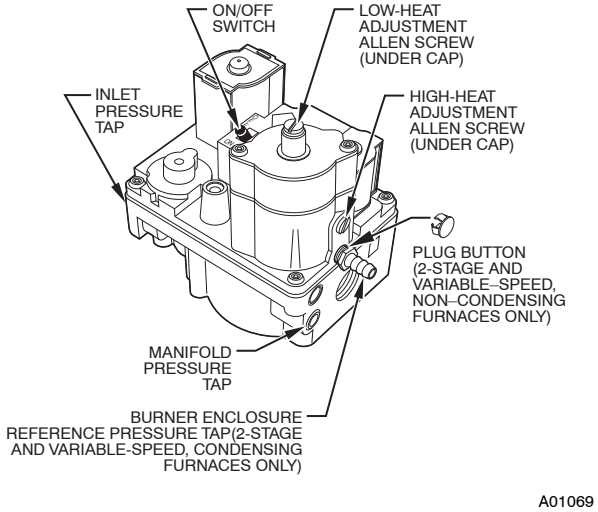

**Fig. 42 - 2-Stage E Valve**
For older model 2-stage furnaces with a Series E gas valve (see Fig. 42), they DO NOT need to have the regulator springs replaced in the gas valve, but the regulators in the gas valve must be pre-adjusted for natural applications.
**For E valves see Fig 42.**
2. Remove caps that conceal adjustment screws for high- and low-heat stage gas valve regulators. (See Fig. 42.)